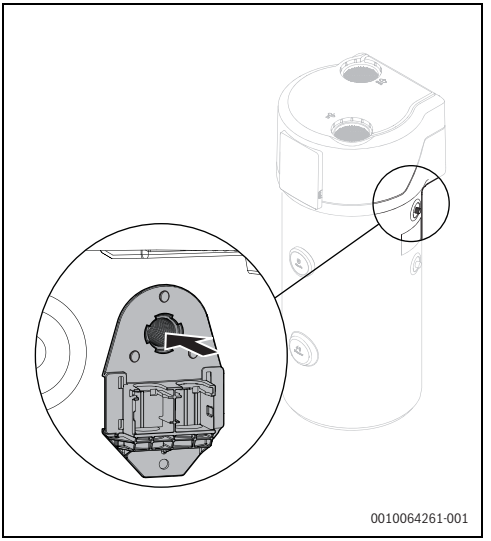
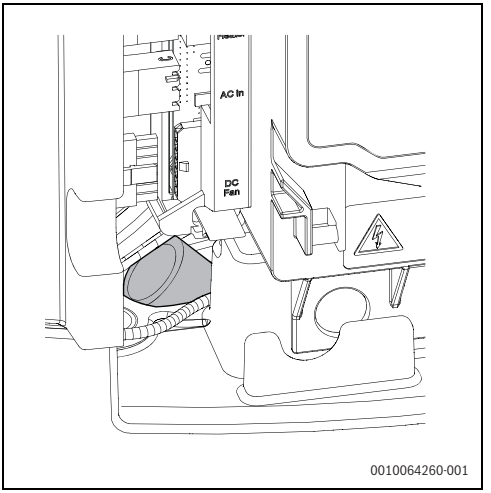

Bild 32 Führungsrohr für SG/Off-Peak/PV-Managementsysteme
Bild 33 Austritt des Führungsrohrs neben dem Steuergerät
- Kabel in das Führungsrohr neben dem Befestigungselement am Speicher einführen (→Abb. 32), so dass es am anderen Ende neben dem Steuergerät wieder herauskommt (→Abb. 33).